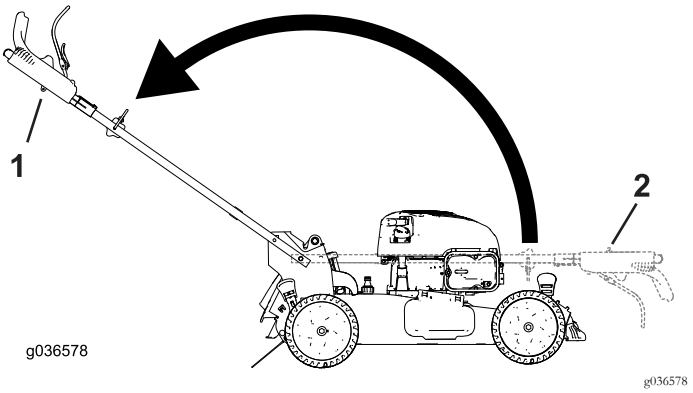

Figuur 7
3. Klap de handgreep terug in de werkstand door deze naar achteren te draaien (Figuur 7).